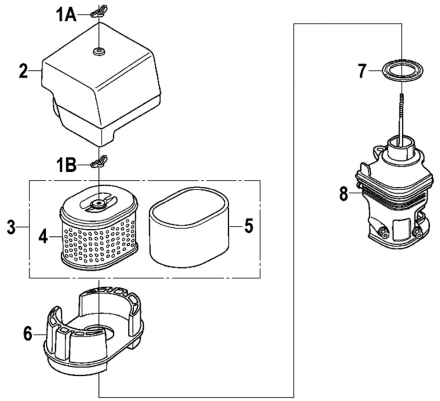

Рис. 19 Обслуживание воздушного фильтра
1. Открутите барашковую гайку 1А и снимите крышку 2 воздушного фильтра (Рис. 19).
2. Открутите барашковую гайку 1В и извлеките из корпуса воздушный фильтр 3 в сборе (Рис. 19).
3. Проверьте целостность и чистоту фильтрующих элементов. Поролоновый (предварительный) фильтрующий элемент 5 установлен на корпусе бумажного фильтрующего элемента 4 (Рис. 19).
4. При незначительном загрязнении промойте поролоновый фильтрующий элемент 5 (Рис. 19) теплым мыльным раствором и просушите. Поврежденный или сильно загрязненный поролоновый фильтрующий элемент замените.
6. Произведите очистку опоры 6, основания 8 и крышки 2 воздушного фильтра, не допуская попадания грязи в воздуховод, ведущий к карбюратору. (Рис. 19).
7. Перед установкой воздушного фильтра убедитесь, что уплотнительное кольцо 7 воздушного фильтра находится на месте и не имеет повреждений (Рис. 19).